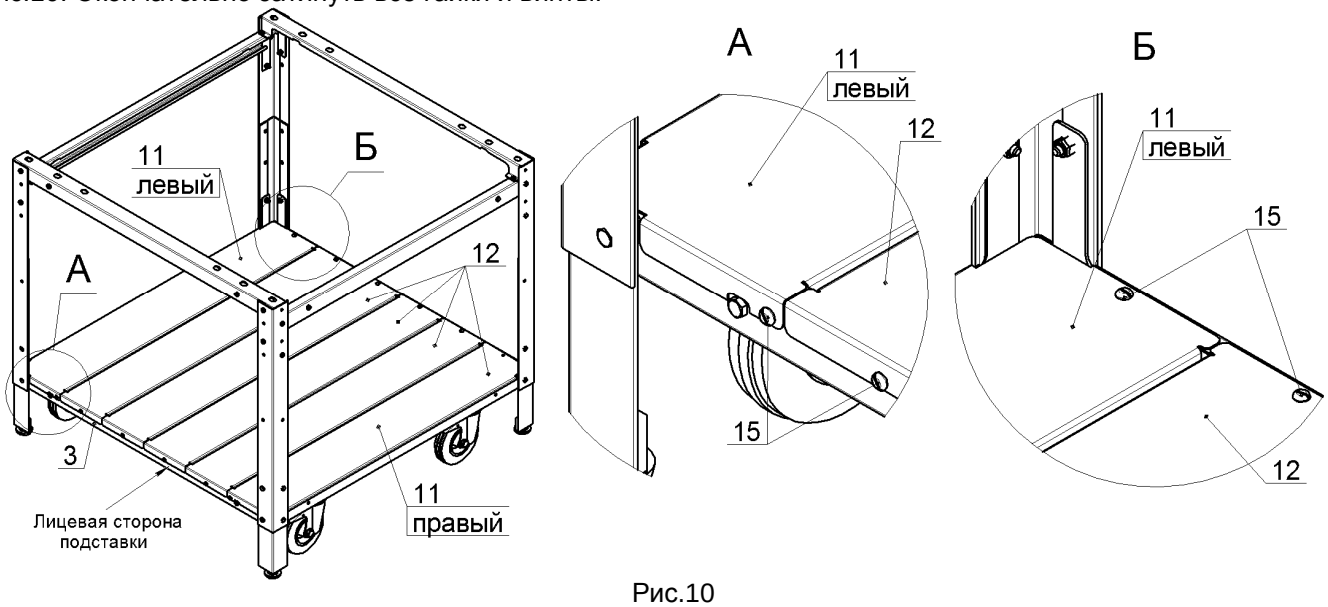

Рис.10
10. Закрепить винтами М5, поз.15 на профиле лицевом, нижнем, поз.3 и профиле заднем, нижнем, поз.4, сегменты полок боковых (левый и правый), поз.11 и сегменты полок центральных, поз.12, как показано на рис.10. Окончательно затянуть все гайки и винты: